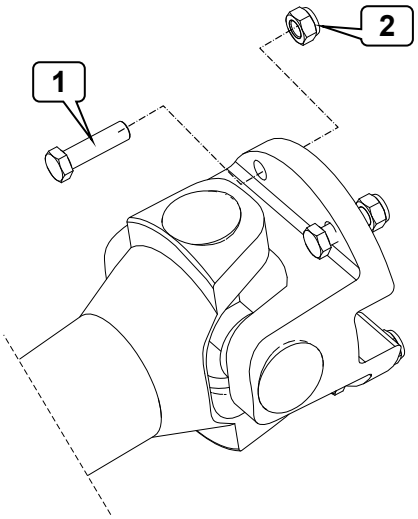

*Rys. 2 Mocowanie wału ze skrzynią biegów, 1 – śruby - **M12x1,5x45/10.9 – 120 Nm**, 2 – nakrętki - **M12x1,5 10 DIN.***
- odkręcić cztery śruby mocujące wał z skrzynią biegów (Rys. 2);